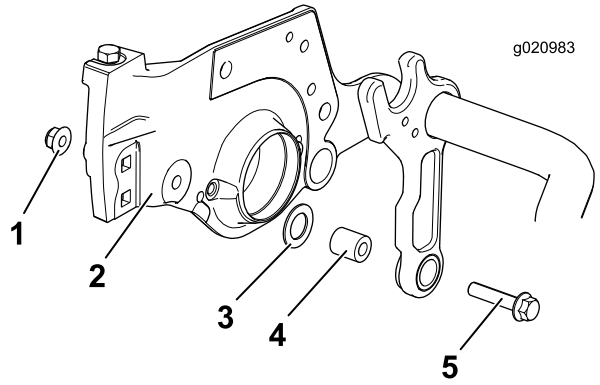

Figur 4
4. Fjern den eksisterende mutteren, flate skiven og avstandsstykket. Kast avstandsstykket og ta vare på mutteren og den flate skiven (Figur 4).